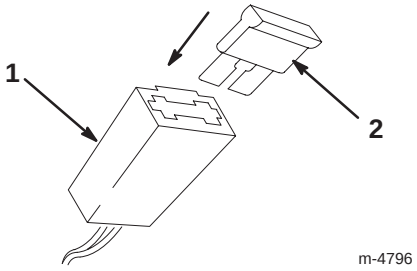

Figur 9
2. Monter sikringen i sikringsholderen som vist på figur 9.